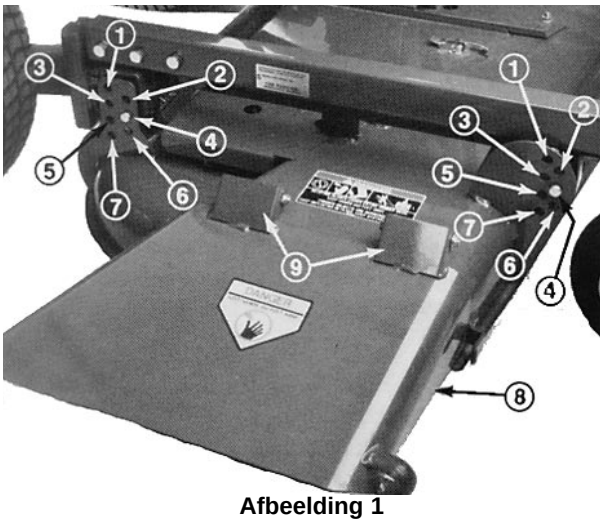

Afbeelding 1
1. Verwijder de splitpennen waarmee de rollerassen aan de onderkant van de maai-eenheid bevestigd zijn (Afb. 1).